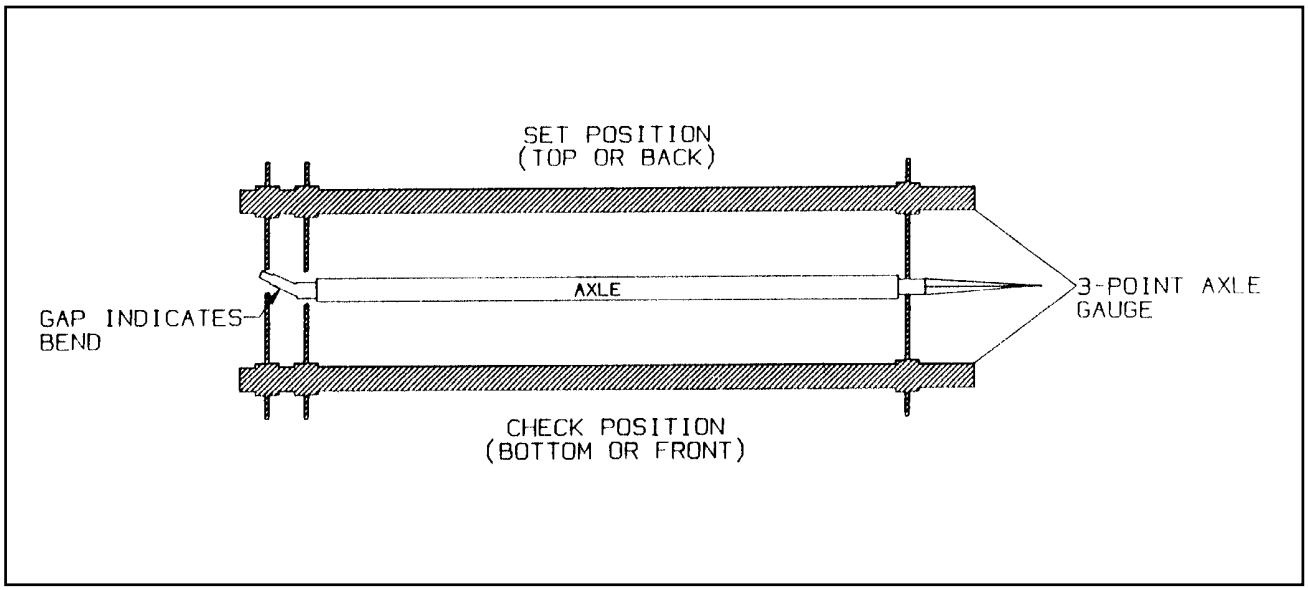

Figure 4-5 Checking Axle for Bend
b. Place a 3-point axle gauge against the front side of the axle, and adjust each axle gauge point to the axle. (Double point end against the inner and outer wheel bearing surfaces of the spindle being checked and the other point on the inner bearing surface on the other spindle.)**(See Figure 4-5).**
c. Move the axle gauge and place against the back side of the axle. If either of the points of double point end fails to touch the axle surface, a bent spindle is evident. A point gap of .015" or more is considered excessive tire “toe” and the axle must be replaced **(See Figure 4-5)**.